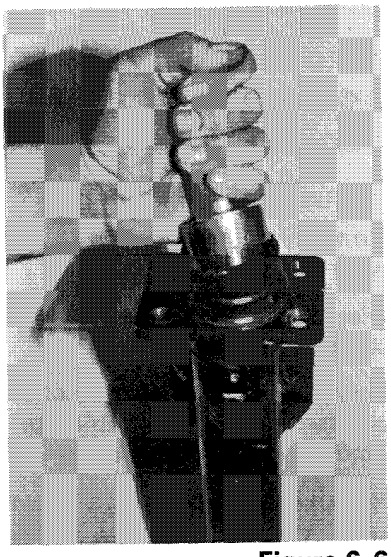

Figure 6-6
2. Install new seal (17) in axle tube (15 and 41) with seal lip facing away from bearing. Place seal in tube and use axle seal tool (CLUB CAR part # 1014162); press until seal seats firmly (**Figure 6-6**).
4. Install retaining ring (19) in axle tube with pliers.